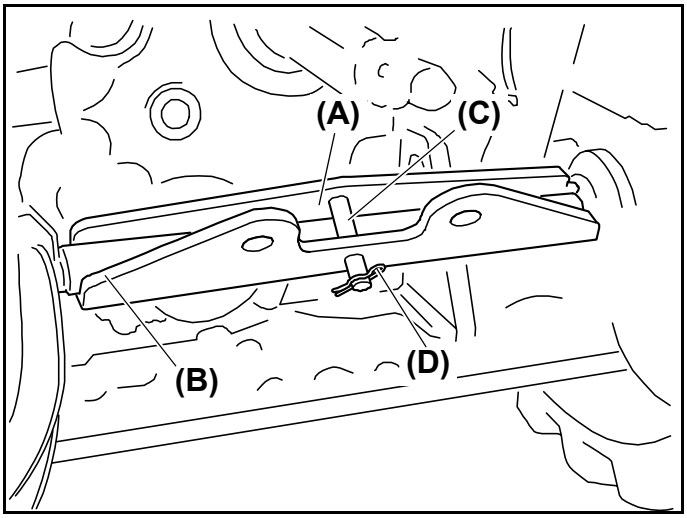

Fig. 9
12. Pivot the chain hinge to gain access to the snap pin **(Fig. 9, (D))**.
13. Remove the snap pin **(Fig. 9, (D))** from the 8 × 35 mm (L: 1.4 in.) pin **(Fig. 9, (C))**.
14. Remove the 8 × 35 mm (L: 1.4 in.) pin **(Fig. 9, (C))** from the chain hinge **(Fig. 9, (A))**.